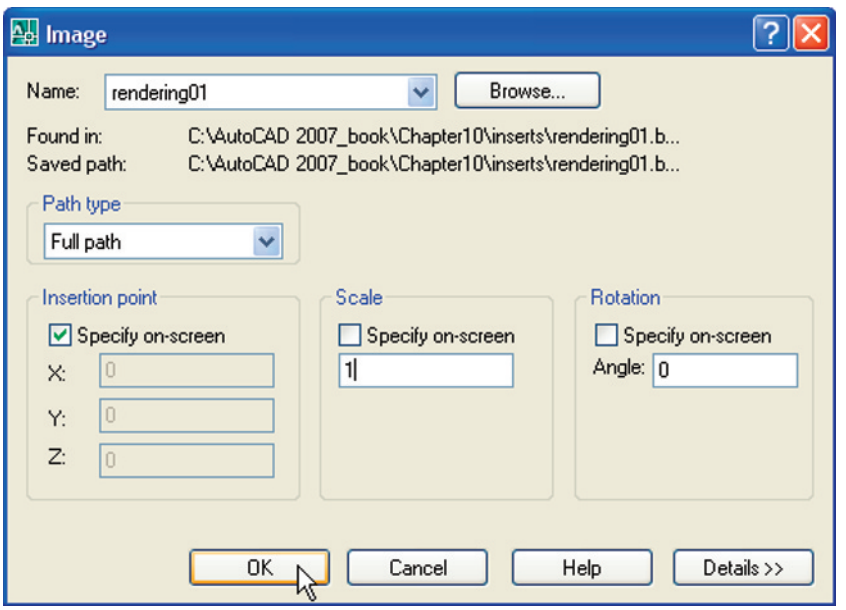

Fig. 10.11 The **Image** dialog
2. *Click* the **Open** button of the dialog. The **Image** dialog appears (Fig. 10.11).